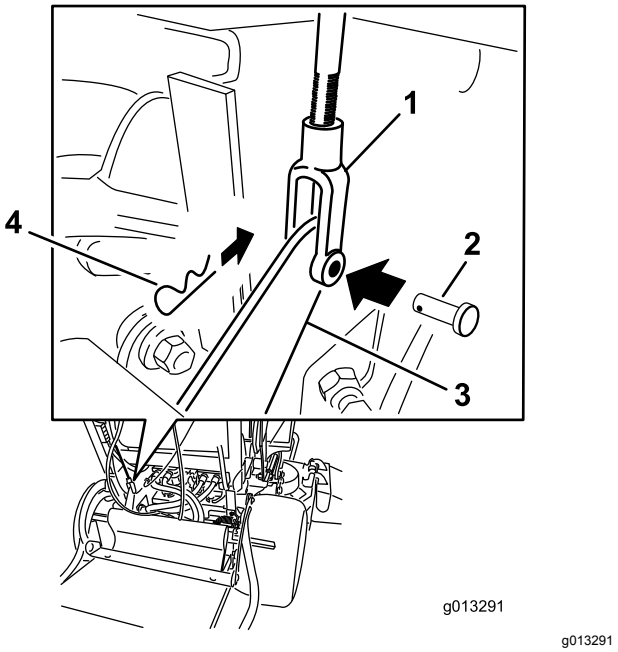

**Figur 63**
4. For at justere bremsen skal du fjerne låseclipsen og gaffelbolten fra det nedre bremsehåndtag og gaffel (Figur 63).
7. Fastgør gaflen til det nedre bremsehåndtag med gaffelbolten og låseclipsen (Figur 63).